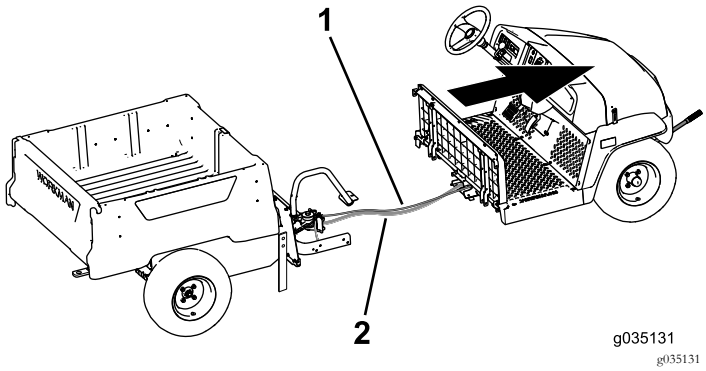

Figur 68
9. Få noen til å hjelpe deg å bevege den fremre delen fremover og bort fra den bakre delen (Figur 68).